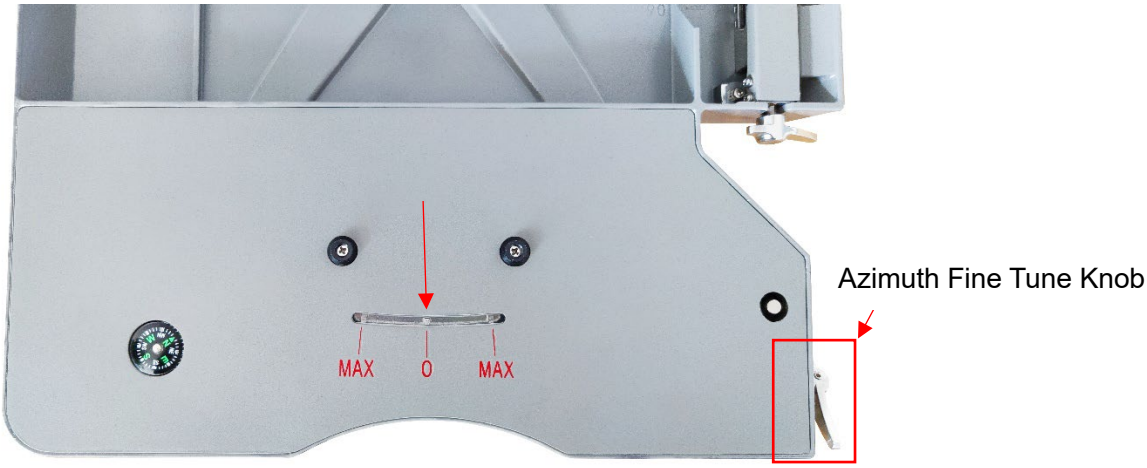

Figure 8-4 Position Knob Reset
5. Azimuth fine tune reset: Rotate the azimuth fine tune knob to the 0 position, that is, the azimuth reset is completed, as shown in Figure 8-4.